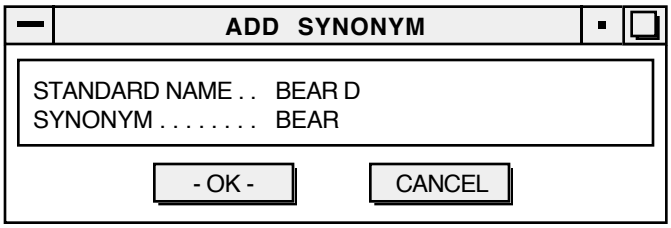

Figure11.19 -3 Add Synonym Window
1. Click ADD SYNONYM to open the ADD SYNONYM window (Figure11.19 -3).